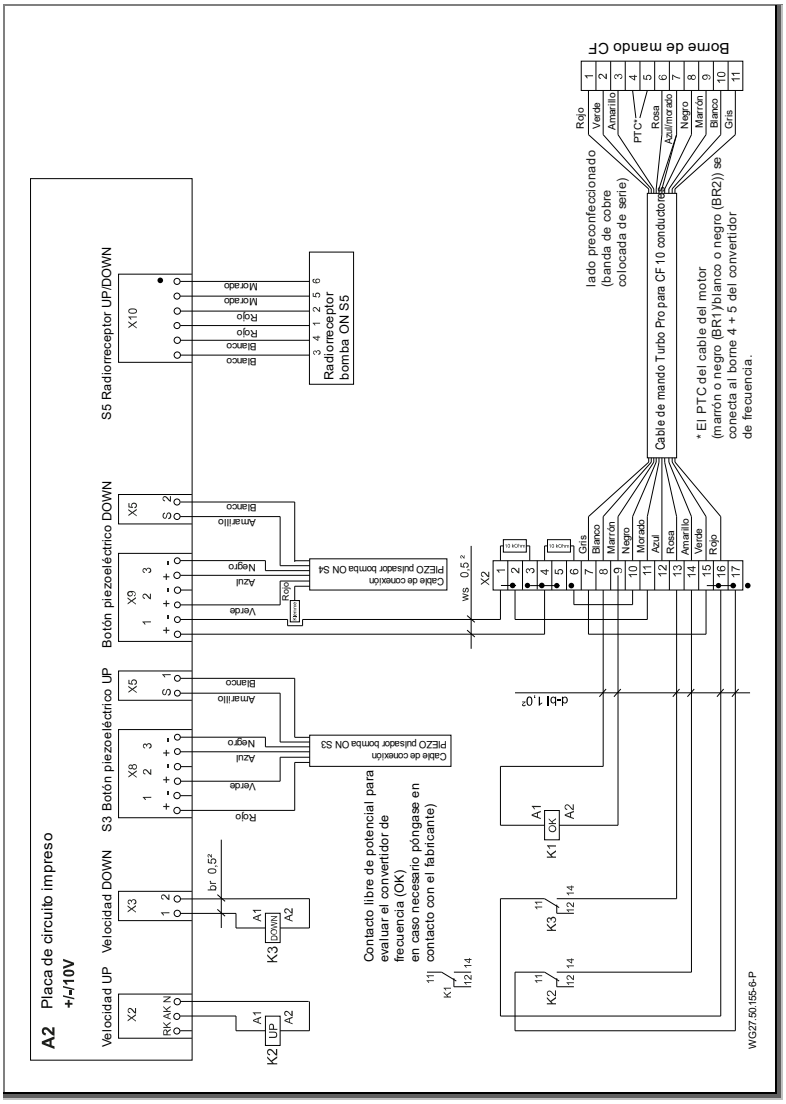

Fig. 18
14. Los conductores para el PTC (marrón o negro (BR1)/blanco o negro (BR2)) deben cablearse según el esquema de contactos. Ver "Fig. 18", página 37.